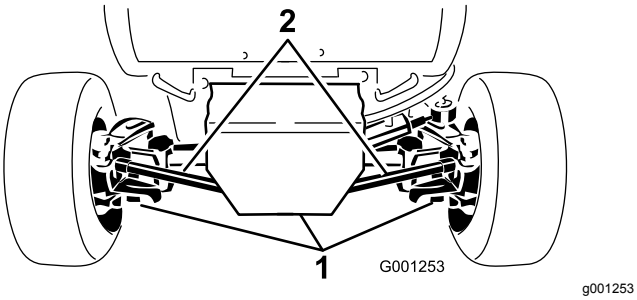

**Figur 61**
2. Rengør områderne omkring de tre drænpropper (Figur 61).